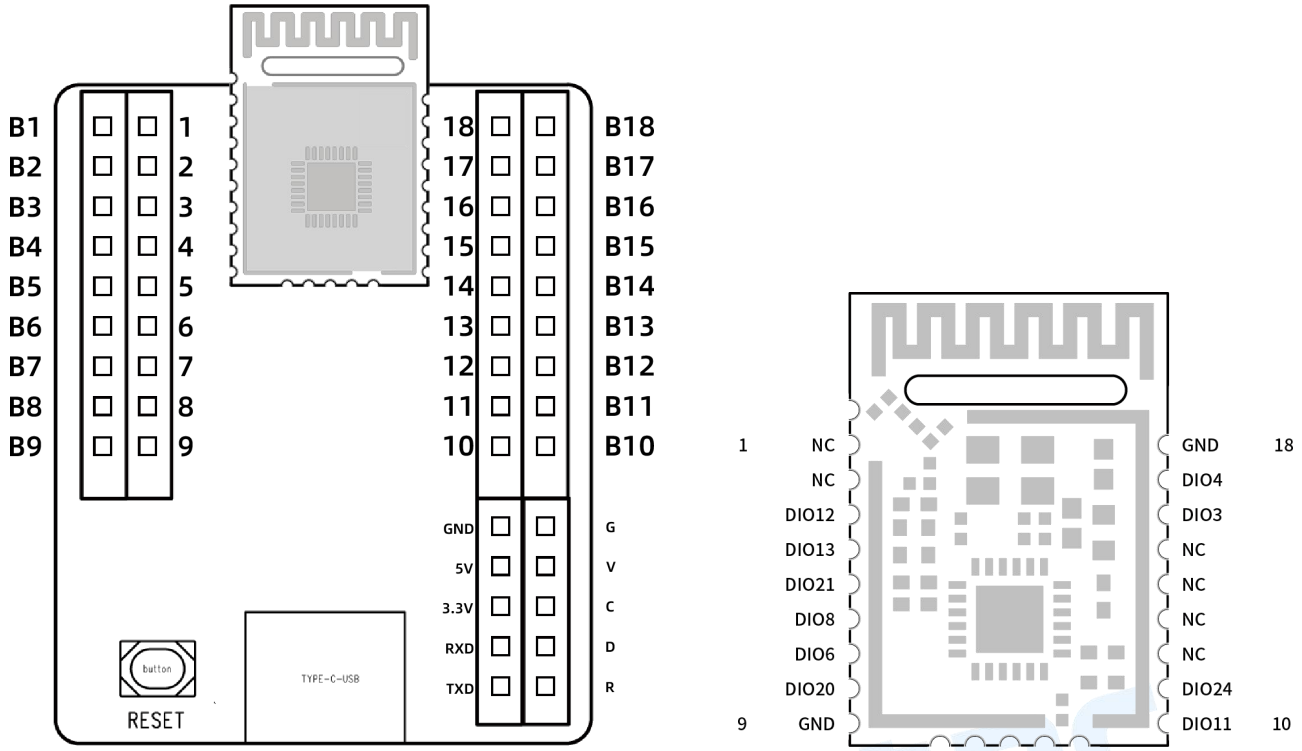

图 2.1.2 BT02 (左) 和 2340A1(I) (右) 引脚图
如图 2.1.2 是 BT02 和 2340A1(I) 引脚序号及定义图，表 5 为 BT02 和 2340A1(I) 之间的引脚对应关系，表格里的序号对应图 2.1.2 中的序号。
表 6 为 2340A1(I) 模块透传固件所定义的引脚说明，表格里的序号对应图 2.1.2 中模块的序号。为了方便说明和理解 BT02 的使用方法，此文档中该模块的序号与引脚描述已做了简化，若非搭载 BT02 使用请以模块协议手册为准。
表 8 为 2340A2(I) 模块透传固件所定义的引脚说明，表格里的序号对应图 2.1.2 中的序号。为了方便说明和理解，此文档中的引脚描述已做了简化，详细说明请以协议手册为准。